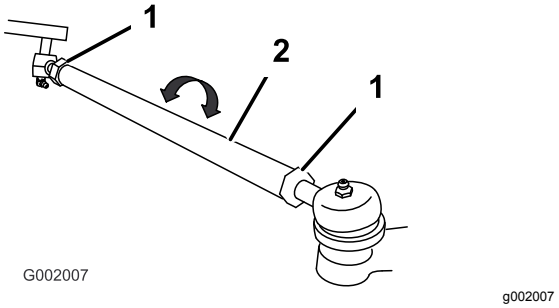

Rysunek 49
5. Jeżeli wynik pomiaru nie mieści się w podanym zakresie, poluzuj nakrętki zabezpieczające na obu końcach drążków kierowniczych (Rysunek 49).